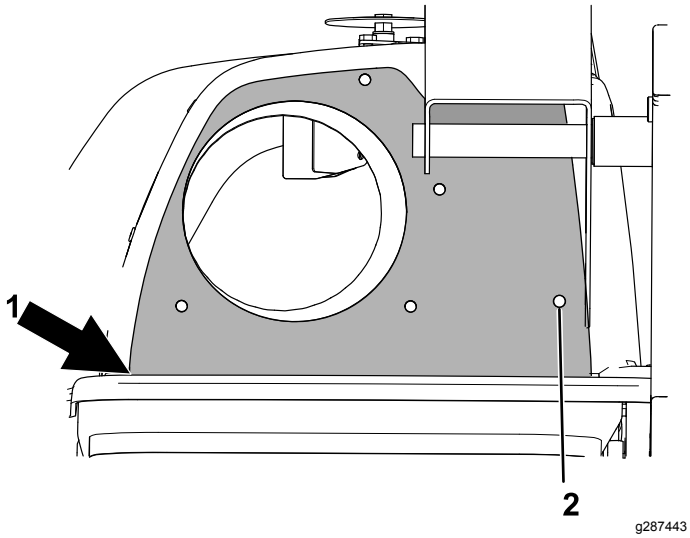

Figura 6
2. Coloque la platilla sobre la tapa, alineando el taladro derecho con el taladro de montaje del soporte de giro y el extremo inferior con el saliente de la tapa (Figura 6).